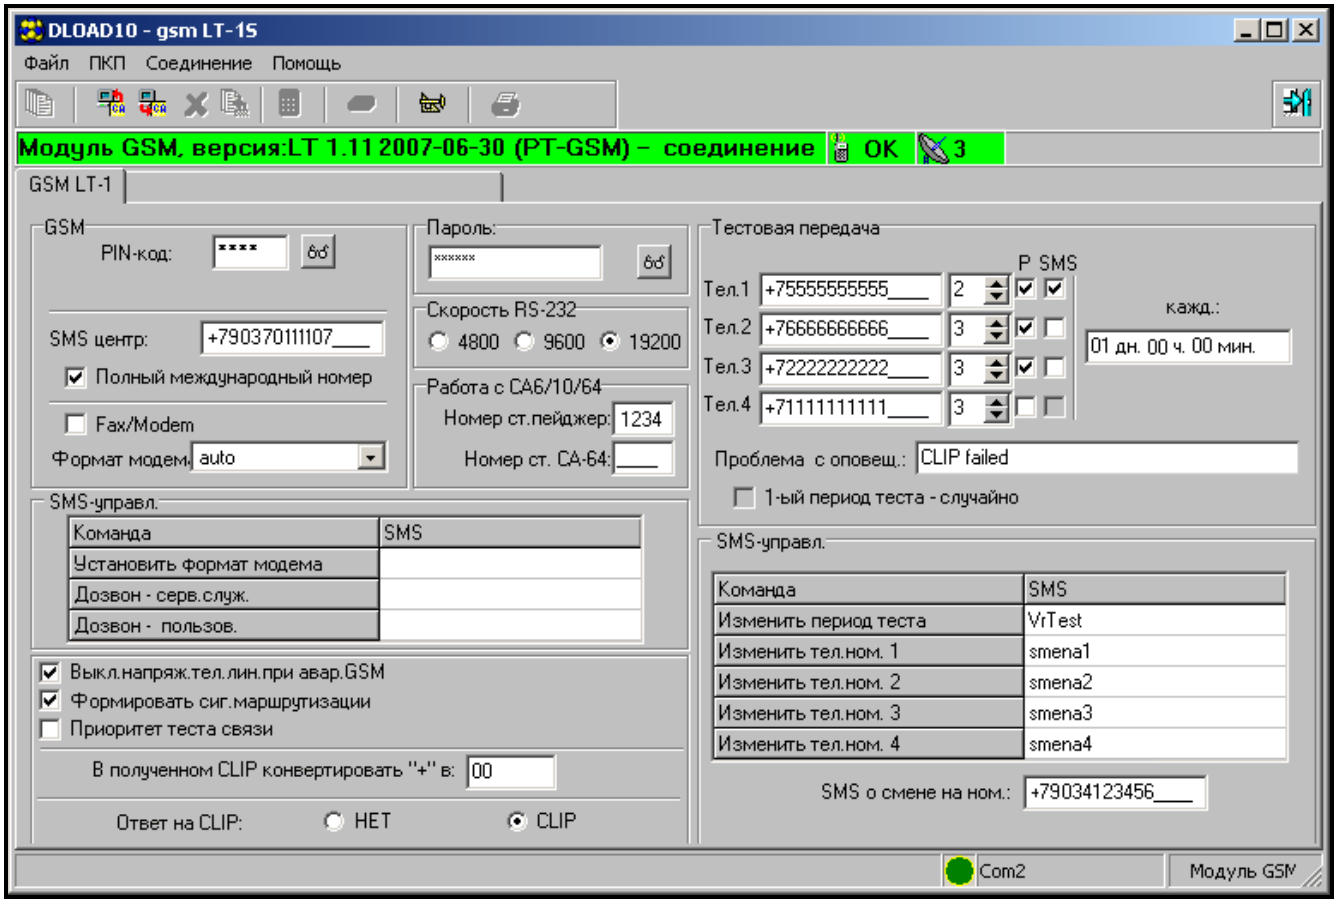

Рисунок 9.
4. Настройте модуль. Рисунок 9 – окно программы DLOAD10, предназначенное для программирования модуля. Все установки являются примерными. Заводские установки, касающиеся периода передачи теста и управления SMS, а также PIN код не заданы. Описание отдельных параметров находится в разделе „Настройка модуля”. В верхней части окна отображается зеленая строка, показывающая текущее состояние модуля и уровень антенного сигнала.